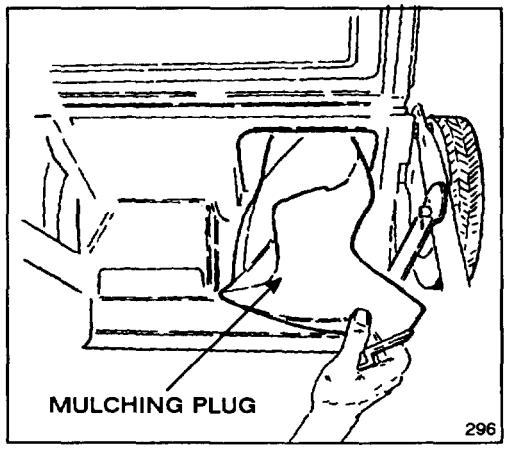

Figure 38
3. Mulching Plug Kit, Model No. 59172—Includes mulching plug (Fig. 38), mulching blade, blade stiffener and anti-scalp cup. Converts rear bagging mower into a mulching mower.